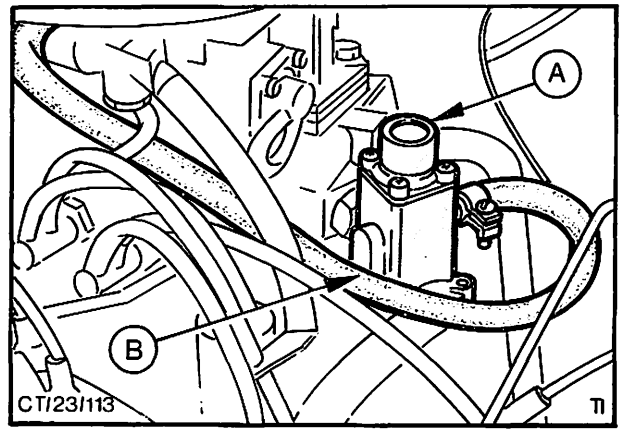

Abb. 173 Schlauch – Verzögerungsventil
4. Schlauch am Ventil und am Vergaser abschließen und ausbauen, Abb. 173.